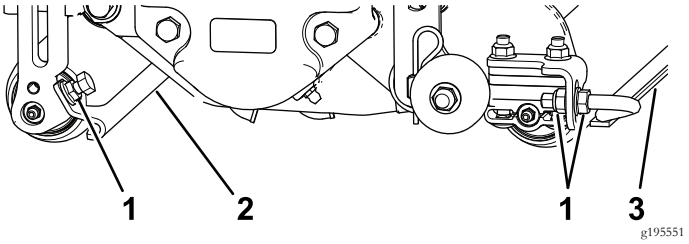

Figura 11
1. Allentate i dadi flangiati che assicurano i raschiarulli (Figura 11).
Prima di abbassare i verticutter fino al pavimento o prima di rimuoverli dalla macchina, abbassate le ruote di trasferimento (Figura 11) per proteggere le lame dal contatto con la superficie dura.